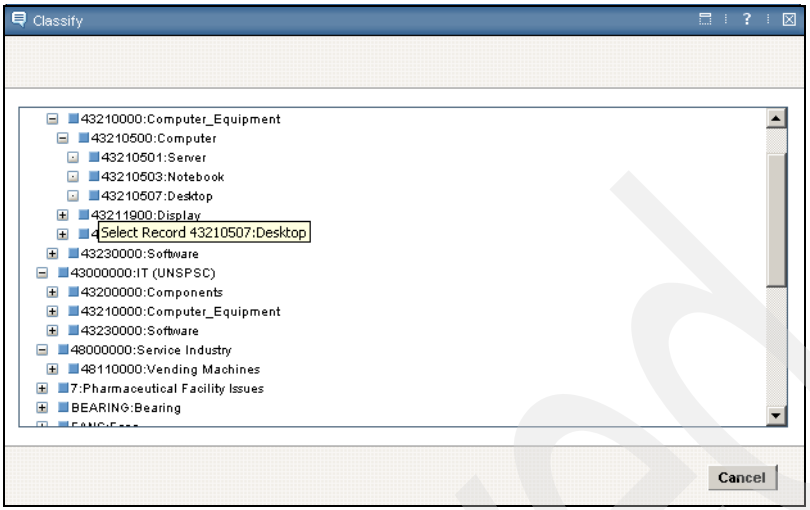

Figure 12-15 Classification
14. Select **IT \ Computer_Equipment \ Computer \ Desktop**, as shown in Figure 12-15 on page 223.